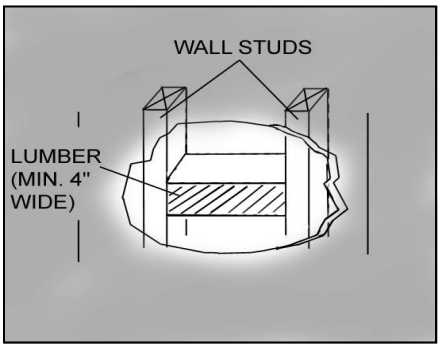

Figure 2
- If necessary, prepare back wall frame with cross framing lumber for secure installation. Using references on Table 1 and the measurements on page 12, decide the level of the lumber. Refer to Figure 2.